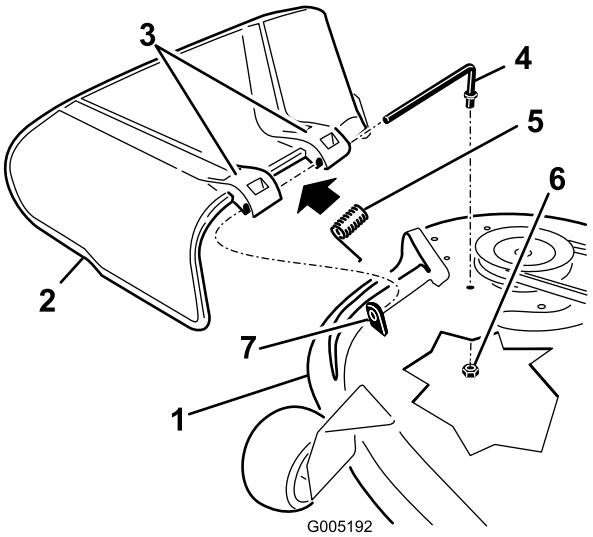

Figur 71
1. Leta reda på de delar som visas i Figur 71.
2. Avlägsna muttern (3/8 tum) från stången under klipparen (Figur 71).
3. Skjut ut stången från den det korta avståndsstycket, fjädern och gräsriktaren (Figur 71). Demontera den skadade eller slitna gräsriktaren.
4. Byt ut gräsriktaren (Figur 71).
6. Sätt fjädern på stången, med ändkablar nedåt, och mellan gräsriktarens fästen. Skjut stången genom det andra gräsriktarfästet (Figur 71).
7. För in stången i gräsriktarens front i det korta avståndsstycket på däcket. Fäst stångens bakre ände i klippaggregatet med en mutter (3/8 tum) (Figur 71).